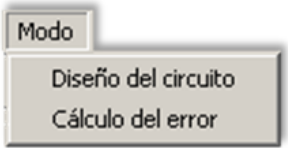

Figura D.12.Despliegue del menú Modo.
- **Menú Modo.** Este campo permite seleccionar el tipo de estudio a realizar (ver Figura D.12):